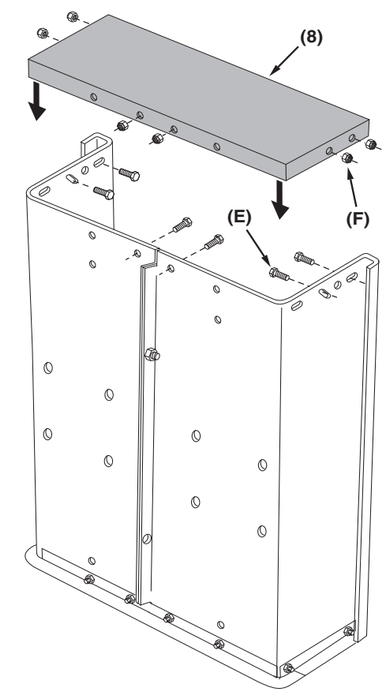

Figure 9
STEP 9 (SEE FIGURE 9): Attach the front panel (8) to the front of the cart bed (on the outside) using six 1/4" x 3/4" hex bolts (E) and 1/4" nylock nuts (F). Tighten hardware.